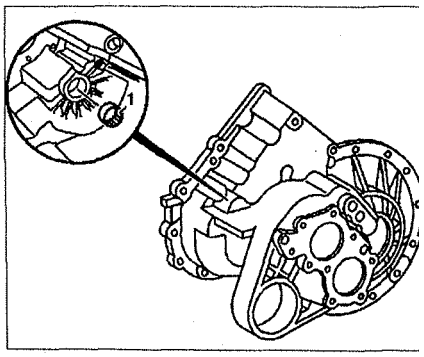

Рис. 6.22. Снятие и установка игольчатого подшипника 1 вала передачи заднего хода.
6. Снимите игольчатый подшипник **1** вала передачи заднего хода. Для этого, если необходимо, нагрейте корпус коробки передач до 80-100 °С (см.рис.6.22).
16. Снимите игольчатый подшипник **5** вала передачи заднего хода (см.рис.6.22).